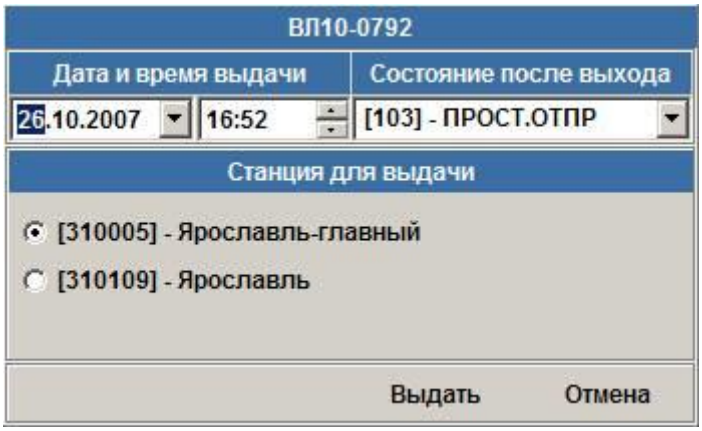

Рисунок 5.39 – Выбор станции для выдачи локомотива
2. В случае, когда профиль настроен на одну или более станций для выдачи, то АРМ ТЧД предлагает выбор, на какую станцию выдавать локомотив (Рисунок 5.39).